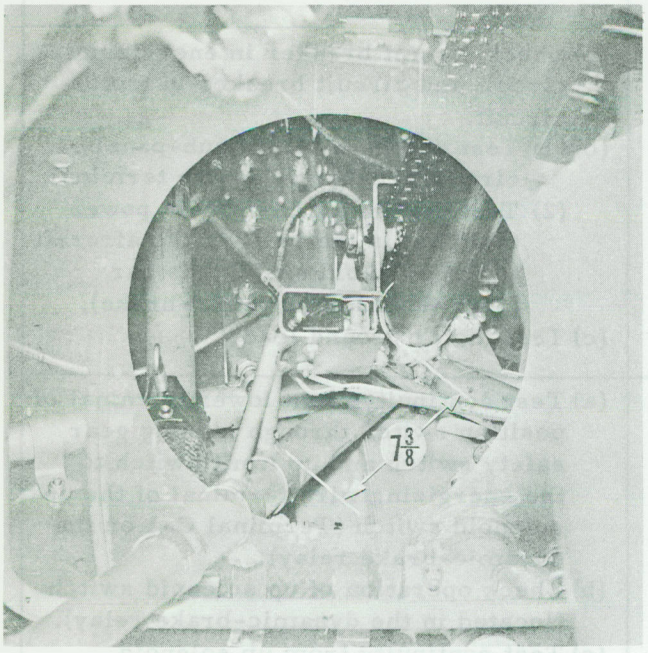

Figure 7-6 Upper Limit Switches
(2) Remove upper bolts from both drag legs and swing drag legs down, free of slide.
(3) Position upper limit switch bracket on truss member so the front edge of the forward mounting clamp on the bracket is 7-3/8 inches from the upper stop (see Figure 7-6). Tighten bolts just sufficiently to secure bracket, so that it will move when struck a firm blow with a rubber or rawhide mallet.
(4) Install actuator wedge on upper drag leg bolt and slip bolt into the slide. Do not install drag leg.
(5) Retract slide slowly with handcrank.
(6) Observe clearance between the actuator wedge and the switch bracket. Maintain 1/16 inch minimum clearance.
(7) Position the slide 1/8-inch from the upper stop and by rotating the bracket, set the switch lever roller near the centre of the actuator wedge. Set the switch so the actuator wedge trips it.
(8) Crank gear down and install drag leg. Retract gear electrically and check the position of the slide. Maintain the 1/8-inch gap between the slide and stop.
(9) Make minor adjustments by rotating bracket on the truss.
(10) Extend and retract the gear two or three times to be sure the 1/8-inch gap is maintained. Key all bolts.